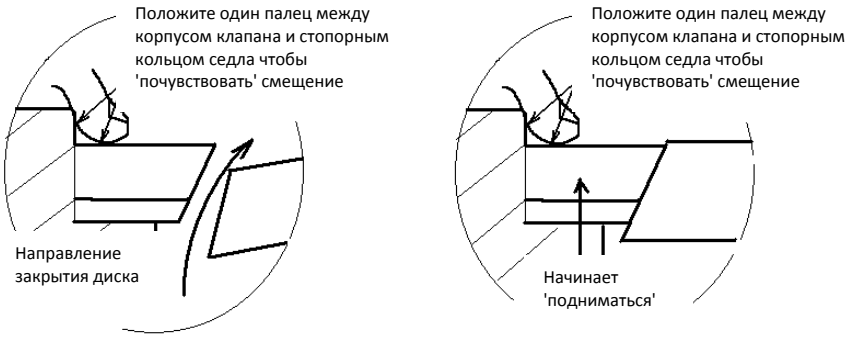

Рис. 9
h. Медленно закрыть диск пока вы не почувствуете, что седло начинает подниматься. При проверке правильности установки, седло должно иметь ‘колебание’ при давлении в позициях 3 и 9 часов. Если ‘колебание’ отсутствует, то обратитесь к Tomoe Valve за советом. (см. рис. 9)